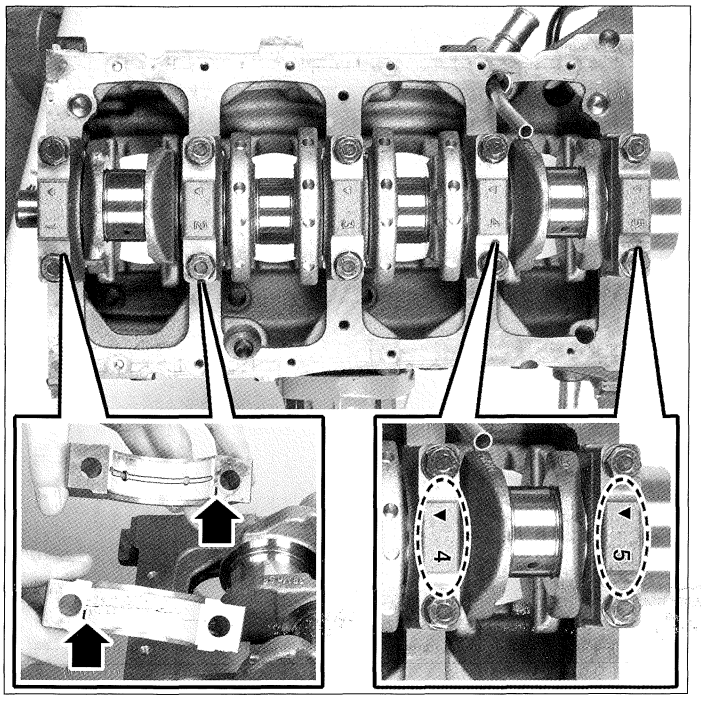

FIG. 45
• Montar los cojinetes lisos en las tapas n°2 a 5 y el cojinete ranurado en la tapa n°1 **(fig. 45).**
• Montar las tapas de bancada (n°1 y flecha lado distribución). La pestaña debe estar colocada en la muesca prevista en la tapa **(fig. 45).**